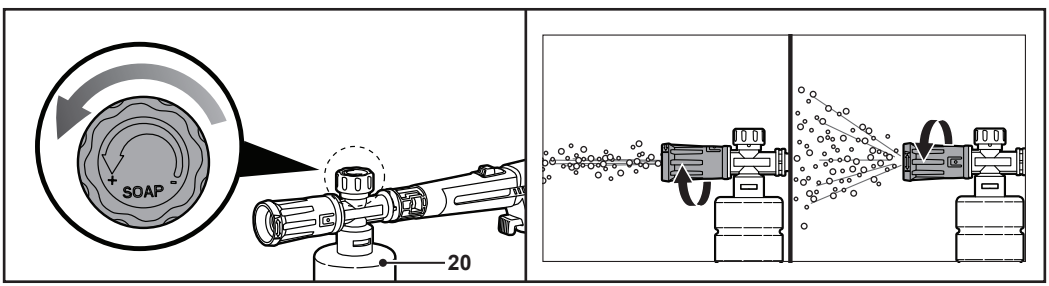

Fig. 11
- Rode o botão para a esquerda para utilizar menos espuma (Fig. 11).